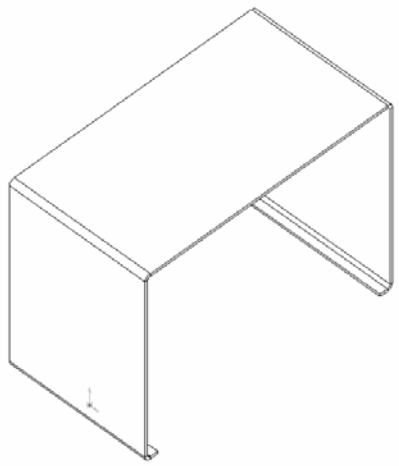

Рисунок 6.3 - Деталь из листового материала
6. Сохраните деталь как *Cover.* Расширение имени файла .**SLDPRT** будет добавлено автоматически. Сохраненная деталь приведена на рис. 6.3.